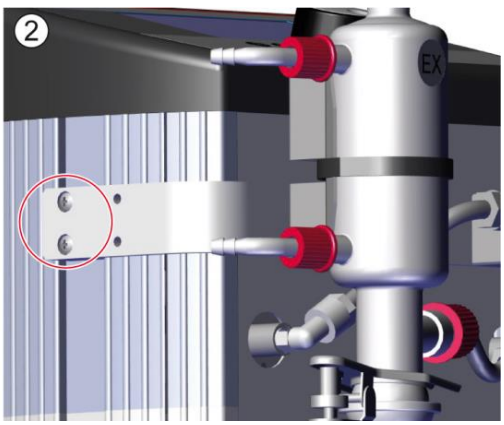

Abb. 8.2 – Befestigung Haltebügel (linke Seite)
3. Befestigungen Haltebügel rechts und links lösen (Abb. 8.2).